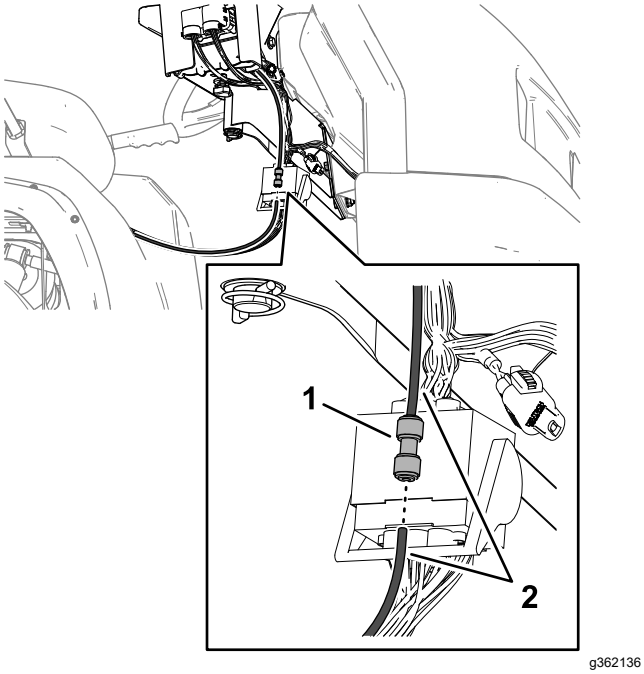

Figure 134
5. Remove 1 of the pressure-sense tubes from the push-to-connect fitting as shown in Figure 134.